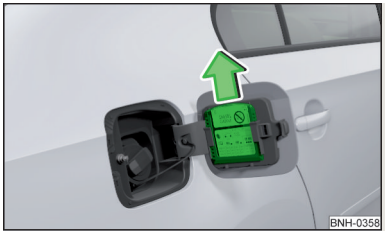

Fig. 133
- Slide out the ice scraper in the direction of the arrow » Fig. 133.